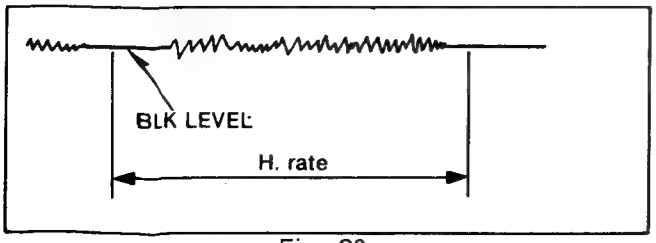

Fig. C9
(1) Cover the Camera Lens with the Lens Cap.
(2) Connect the scope to TP2 and trigger with Pin 12 of B302 (H–Rate).
(3) Adjust the Pedestal Level Control (VR305) so that the signal level equals the BLK level as shown in Fig. C9.
(1) Aim the camera at the gray scale chart.
(2) Connect the scope to TP1 and trigger with Pin 12 of B302 (H–Rate).
(3) Adjust the Camera Unit to obtain 40usec as shown in Fig. C9.
(4) Adjust the Auto Iris Control (VR301) so that the signal level is 0.30V +– 0.02Vp–p.